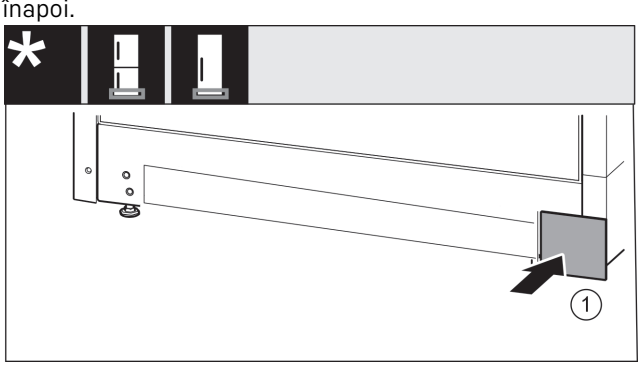

Fig. 20
▶ Așezați capacul *Fig. 20 (1)* din nou pe cealaltă parte.